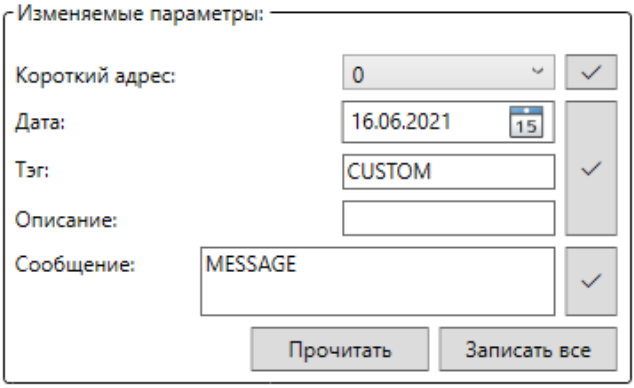

Рисунок 11 — Область «Изменяемые параметры»
3.4.3 Область «Изменяемые параметры» (см. рисунок 11) позволяет задавать короткий адрес датчика в HART-сети, записать пользовательскую дату, тэг, описание и сообщение.